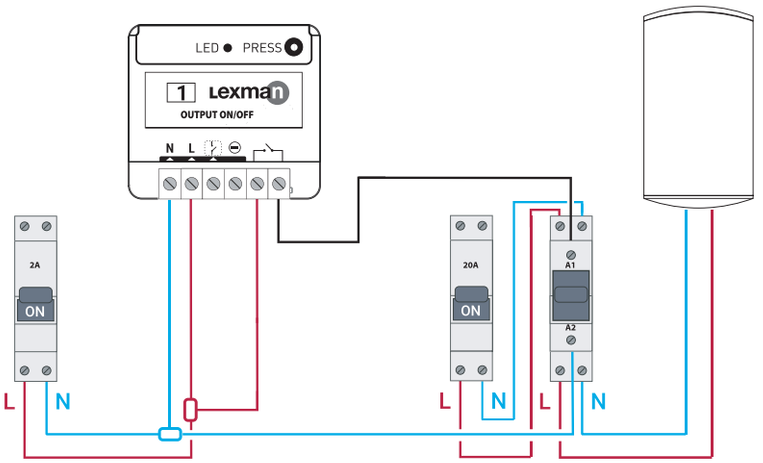

Figura 6
3. Realice el cableado del receptor ON/OFF según el esquema (figura 6).